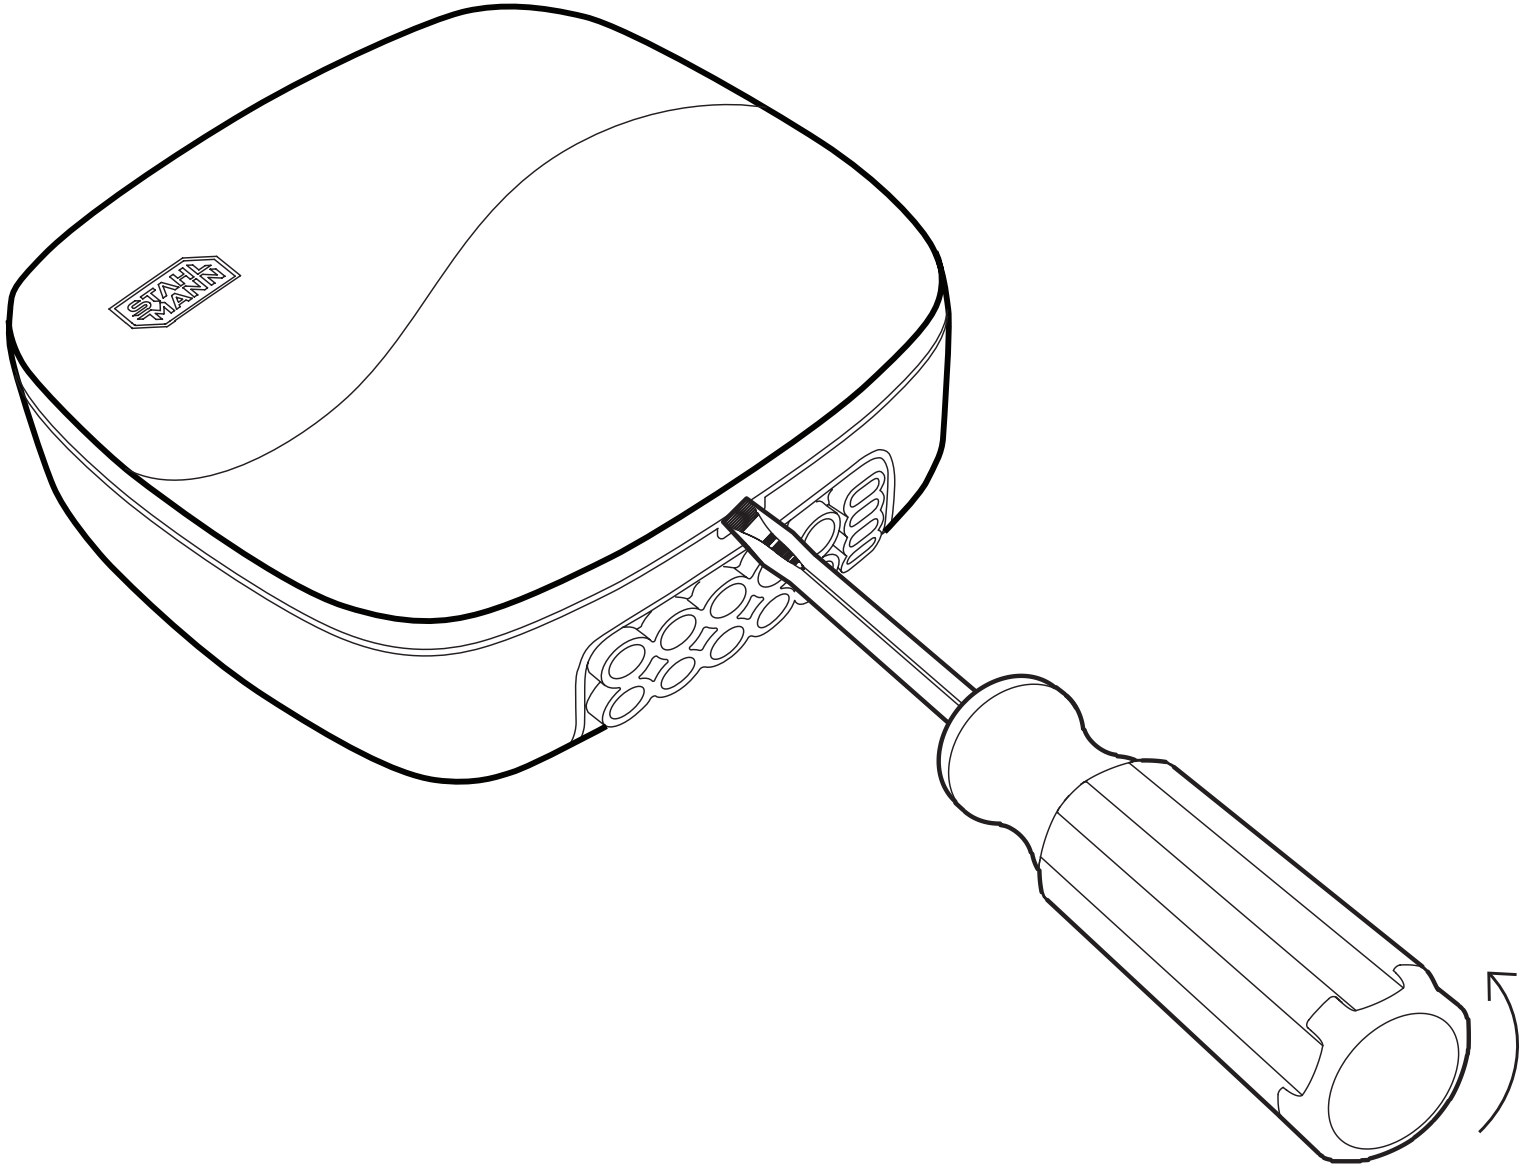

Рис.3 Снятие крышки модуля управления
1. Снимите лицевую крышку модуля управления, аккуратно поддев ее отверткой с плоским шлицом (рисунок 3);